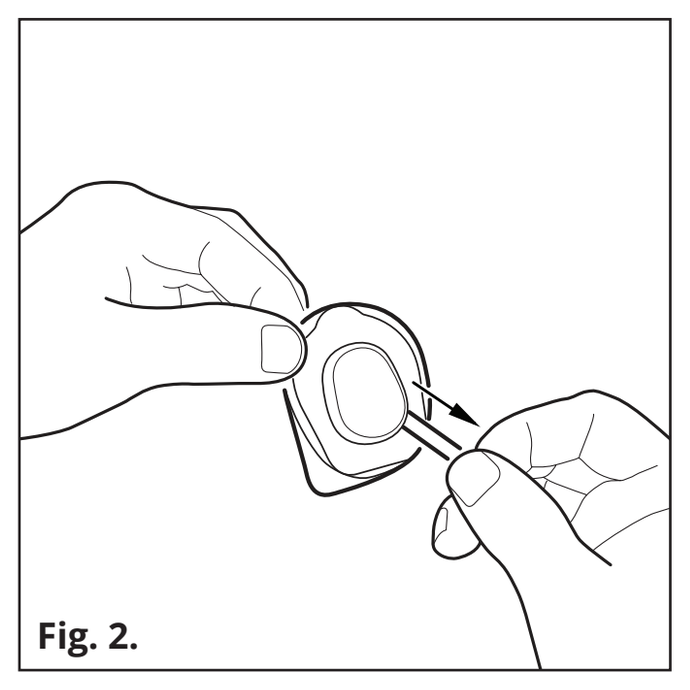

Fig. 2.
2. Ziehen und entfernen Sie die Plastikakkulasche. Siehe **Abb. 2.**